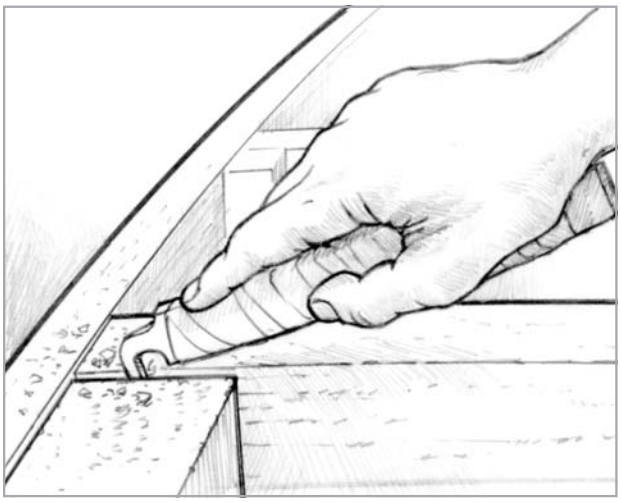

Figure 4-7 *Use a scraping tool to clean out and abrade the inner joint surfaces.*
2. Open as many of the joints as you can reach, between frames and between frames and the outer skin. Loosen fasteners wherever possible. A small pry bar or wedge may be used to force the joint open temporarily. Use a saw blade or other sharp tool to scrape out old paint, varnish or dirt from the joints *(Figure 4-7)*. Clean the inner joint surfaces to bare wood as much as possible.